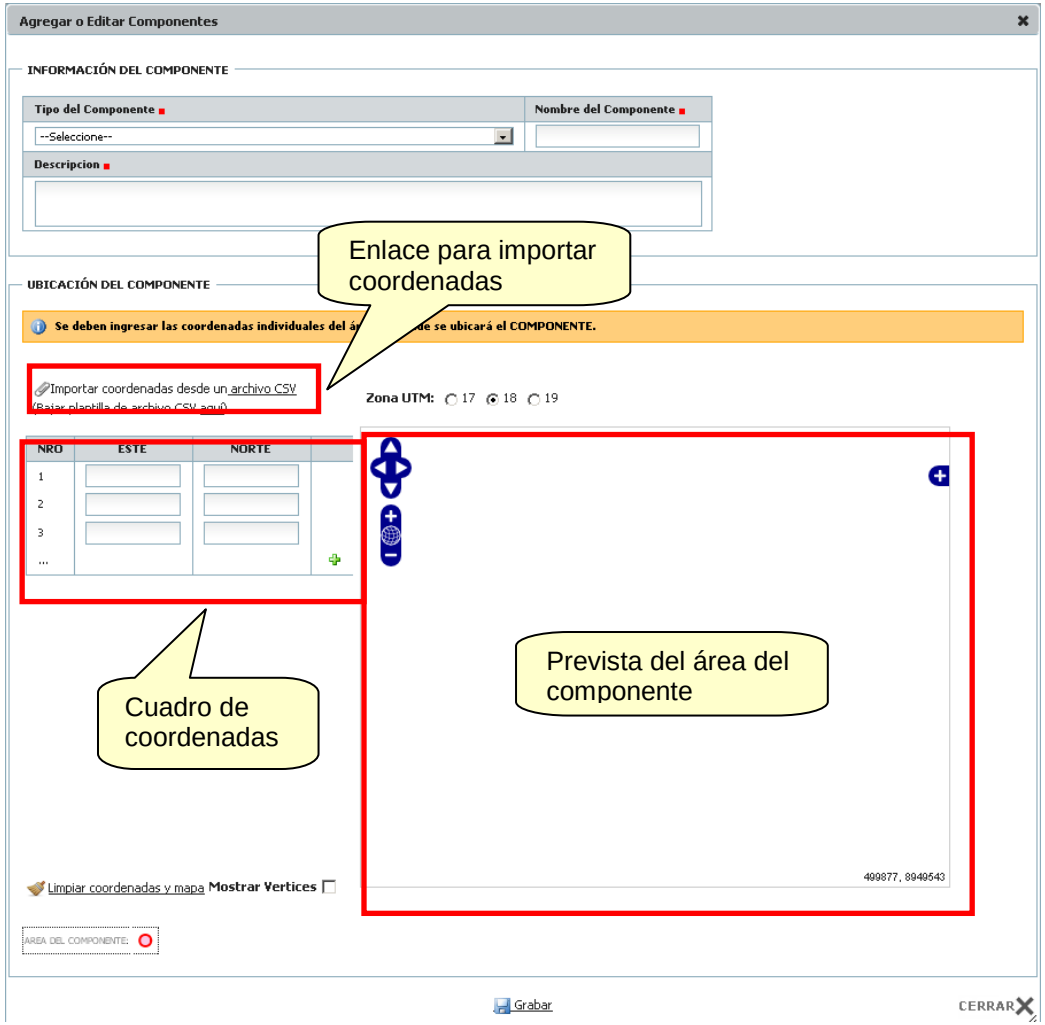

Fig. 6.27 Formulario Agregar o Editar Componentes.
Para agregar un componente hacer clic en el enlace “ ✚ ”, en el formulario que se abre (Fig. 6.27) ingresar:
- Ubicación del Componente: Coordenadas del área que ocupa el componente. Las coordenadas pueden ser ingresadas escribiéndolas una a una en el cuadro de coordenadas o importándolas por medio del enlace "Importar coordenadas desde un archivo CSV" (Fig. 6.27).